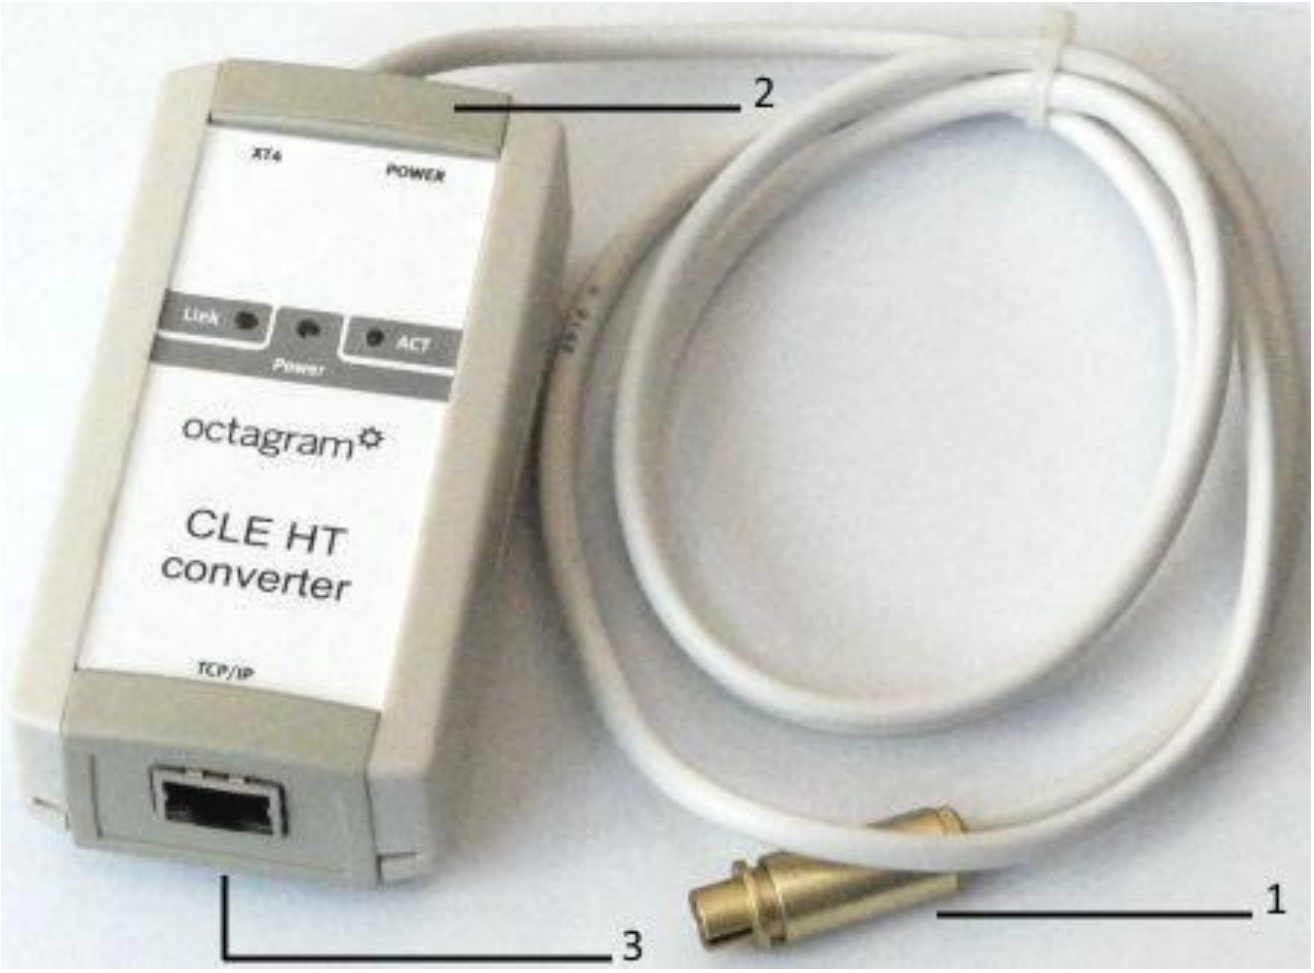

Рисунок 1. Внешний вид конвертера CLE HT.
3.1. Конвертер выполнен в пластиковом корпусе (Рисунок 1). На лицевой панели конвертера расположены световые индикаторы: